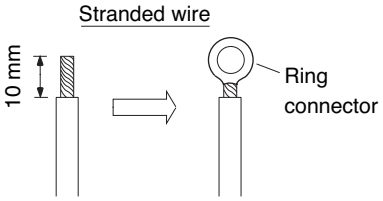

Fig. 28
(1) Cut the wire end with a cutting pliers, then strip the insulation to expose the stranded wiring about 10 mm and tightly twist the wire ends. (Figs. 28 and 29)
(2) Using a screwdriver, remove the terminal screw(s) on the terminal plate.
(3) Using a ring connector fastener or pliers, securely clamp each stripped wire end with a ring connector. (Fig. 28)